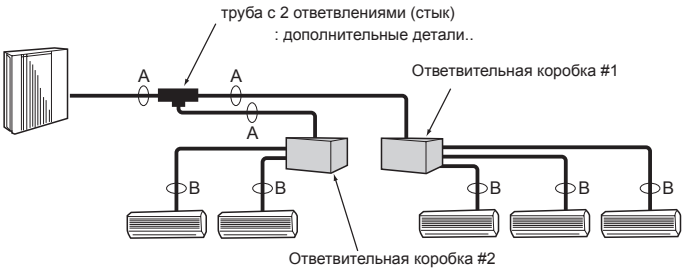

Fig. 5-3
5.4. Выбор размера труб (Fig. 5-3)